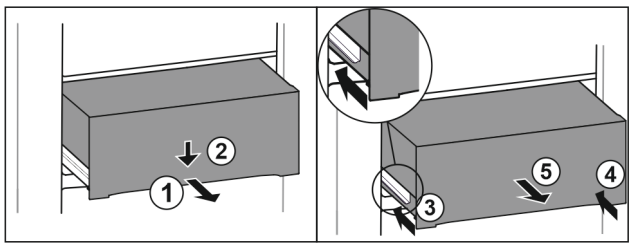

Fig. 216
▶ Extrageți pe jumătate sertarul. *Fig. 216 (1)*
▶ Apăsați în jos sertarul pe partea frontală. *Fig. 216 (2)*
▶ Inserați șina stângă aproximativ 2 cm. *Fig. 216 (3)*
▶ Inserați șina dreaptă aproximativ 2 cm. *Fig. 216 (4)*
▶ Extrageți sertarul spre înainte. *Fig. 216 (5)*